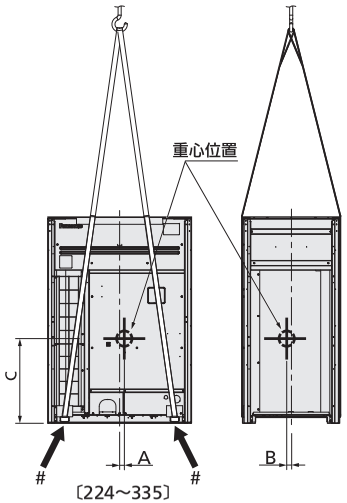

図5
クレーンで吊り上げる場合は、ユニットを傷つけないようベルトを使用し、以下の点に注意して、図5の要領で吊り上げてください。
**4-4.** ベルトを掛けるときは、必ず図5に示す矢印＃の位置にある正面、背面各2か所の吊上ベルト挿入部にベルトを通してください。